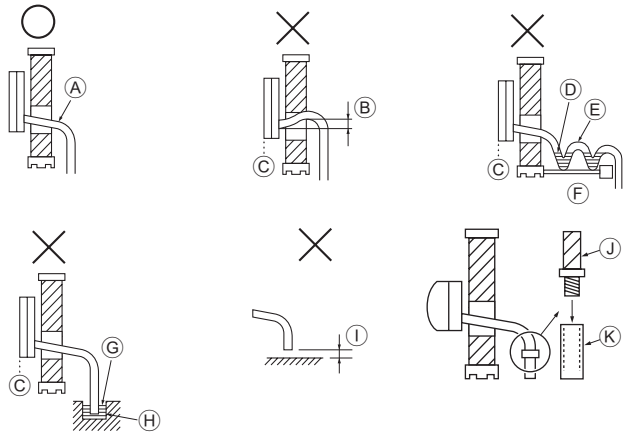

Fig. 5-1
5.1. Drenaj Tesisatı İşleri (Fig. 5-1)